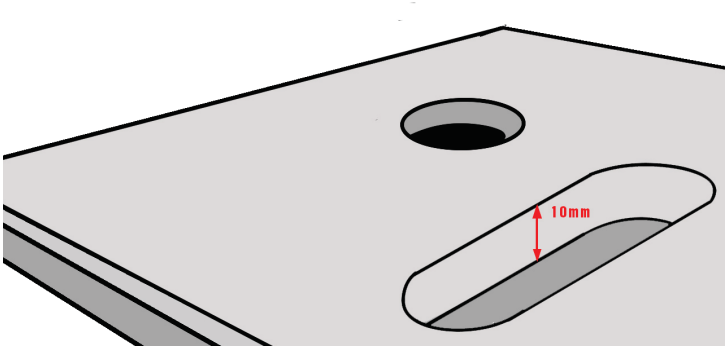

Fig. 4-5 Minimum plate thickness 10 mm
- The workpiece thickness is at least 3/8″ (10 mm) (Fig. 4-5).